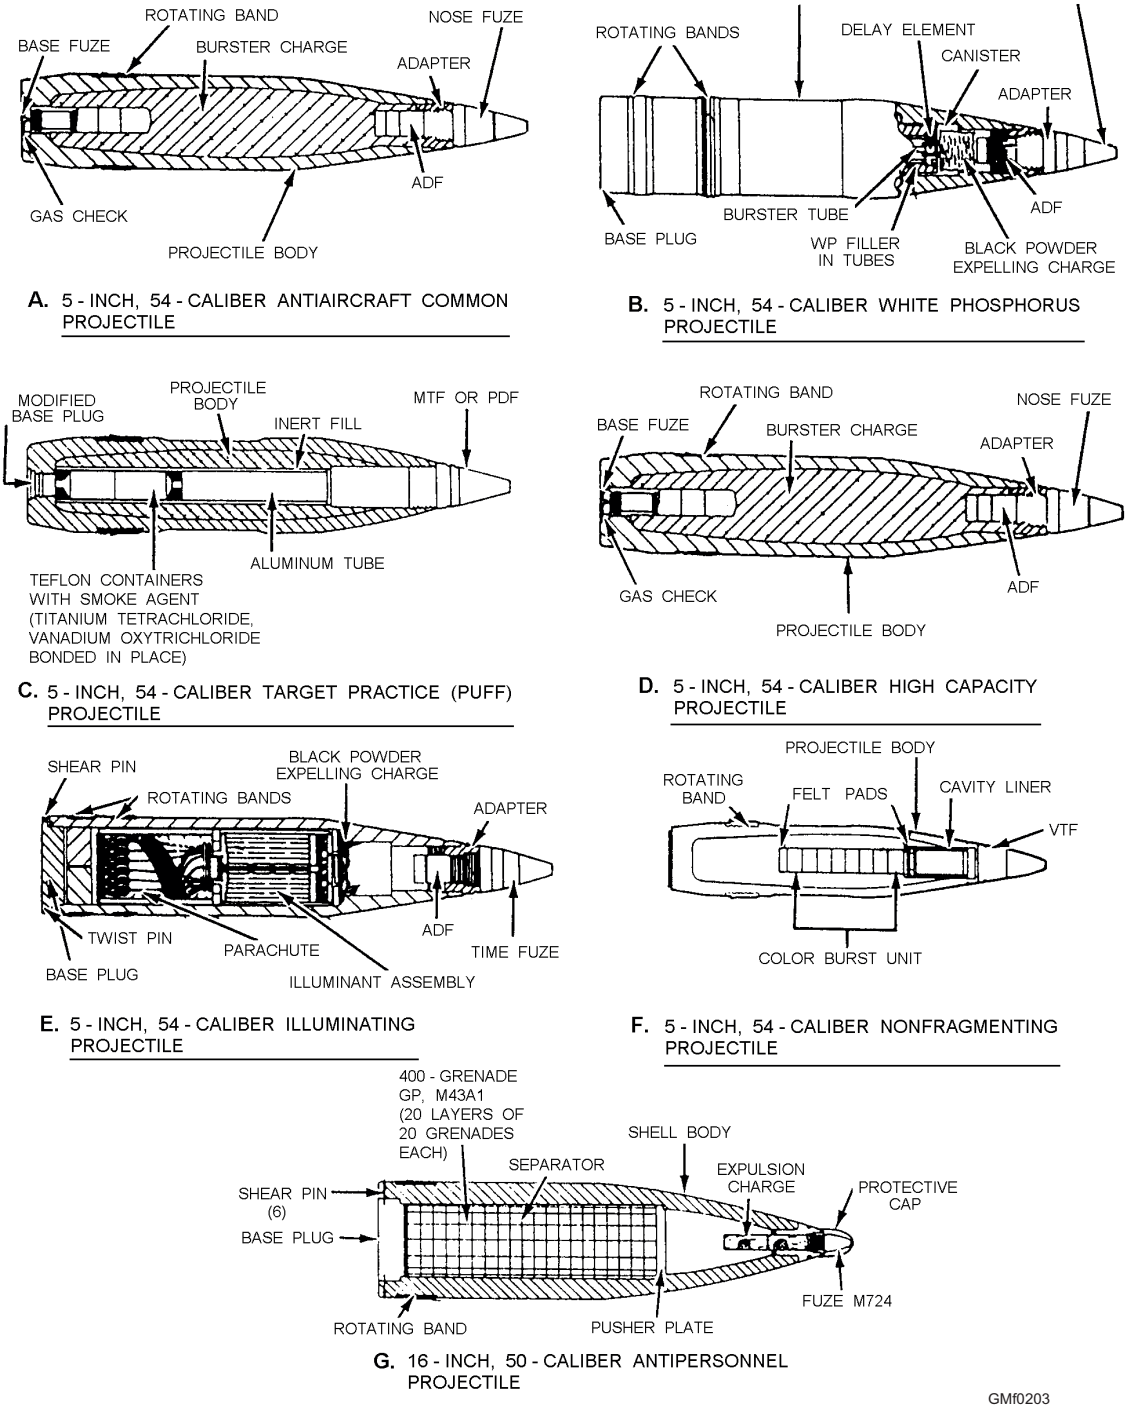

**Figure 2-3.—Common projectile types.**
Projectiles are also classified by their tactical purpose. The following are descriptions of the common projectile types (fig. 2-3).
**ANTIAIRCRAFT (AA)**.—AA projectiles are designed for use against aircraft; they have no base fuze. Otherwise, they are substantially the same as the high-capacity (HC) projectiles described later.
**ANTIAIRCRAFT COMMON (AAC)**.—AAC projectiles are dual-purpose projectiles combining most of the qualities of the AA type with the strength necessary to penetrate mild steel plate (fig. 2-3, view A). However, AAC projectiles do not have the penetrative ability of common (COM) projectiles. The type of fuzing will depend on the use. Fuze threads are provided in the nose and in the base. AAC projectiles are normally equipped with a mechanical time fuze (MTF) and an auxiliary detonating fuze (ADF).
**ARMOR-PIERCING (AP)**.—AP projectiles are designed to penetrate their caliber of class A armor plate. A 5-inch projectile will penetrate 5 inches of armor, and so on. They are characterized in most cases by a low explosive-charge-to-total-weight ratio and by their windshields and AP caps. Windshields are light nosepieces of false ogives designed to give suitable flight characteristics—they are made of mild steel, steel stamping, or aluminum. Windshields are screwed to the AP cap and are staked in place. AP caps are made of the same kind of steel as the projectile bodies. The cap breaks down the initial strength of the armor plate and provides support to the pointed nose of the projectile as it begins to penetrate the target. The cap also increases the effective angle of obliquity at which the projectile may hit and penetrate. The cap is peened and soldered to the nose. AP projectiles are fuzed only in the base. The fuzes must not be removed except at ammunition depots. Powdered dye colors are loaded in the windshield of most AP projectiles. These dye colors allow a firing ship to identify its splashes, since each ship is assigned a specific color. The dye is placed inside the windshield in a paper container. There are ports in the forward portion of the windshield that admit water when the projectile strikes the surface and breaks the port seals. Other ports in the after portion of the windshield are pushed out by pressure of the water inside the windshield. The dye is dispersed through these after ports.
**CHEMICAL**.—Chemical projectiles may be loaded with a toxic, harassing, or smoke-producing agent. Of the smoke agents, white phosphorous (WP) is the most frequently used. WP projectiles (fig. 2-3, view B) are designed to produce heavy smoke and, secondarily, an incendiary effect. The small WP containers are expelled and then scattered by a delayed action burster charge that is ignited by a black powder expelling charge. Other chemical loads are dispersed in a similar manner.
**PUFF**.—Puff projectiles (fig. 2-3, view C) are nonexplosive projectiles used as practice (spotting) rounds. They are designed to produce dense smoke clouds approximating those of high-explosive rounds.
**HIGH CAPACITY (HC)**.—HC projectiles are designed for use against unarmored surface targets, shore installations, or personnel. They have a medium wall thickness and large explosive cavities. Large HC projectiles (fig. 2-3, view D) are provided with an auxiliary booster to supplement the booster charge in the nose of the main charge. With threads in both the nose and base, HC projectiles may receive a variety of fuzes or plugs to accomplish different tactical purposes. An adapter ring (or rings) is provided on the nose end of most HC projectiles to allow installation of PDFs or nose plug and ADFs with different size threads. An adapter is removed for larger fuzes. HC projectiles are normally shipped with a PDF installed in the nose. The base fuze that is shipped installed in the projectile may not be removed except at an ammunition depot.
**HIGH EXPLOSIVE (HE)**.—Small caliber projectiles with an HE designation are designed to receive a large explosive charge. Structurally, they resemble the HC type in larger caliber projectiles. They have no base fuze; a nose fuze is issued installed in the projectile.
**ILLUMINATING (ILLUM)**.—ILLUM projectiles (fig. 2-3, view E) are made with thin walls. Each contains a time fuze, an ADF, a small black powder expelling charge behind the ADF, an assembly consisting of a pyrotechnic star or candle with a parachute, and a lightly held base plug. The time fuze serves to ignite the expelling charge. Explosion of the expelling charge forces out the base and the illuminating assembly and ignites the star or candle.
**TARGET (TAR)**.—These are blind-loaded (BL) projectiles. They are special projectiles designed for target practice, ranging, and proving ground tests. As target practice ammunition, they are used to train gunnery personnel. They may be fitted with a tracer (BL-T) or plugged (BL-P).
**VARIABLE TIME-NONFRAGMENTING (VT-NONFRAG)**.—Some VT-NONFRAG projectiles (fig. 2-3, view F) are loaded to avoid rupturing the body and spreading fragments when the fuze functions. However, sometimes the projectile ogive breaks up into low-velocity fragments. They are designed for use in AA target practice, particularly against expensive drone targets, for observing the results of firing without frequent loss of the drones. These projectiles have fillers of epsom salts or other inert material to give the projectile the desired weight. A color-burst unit, consisting of pellets of black powder and a pyrotechnic mixture, is placed in a cavity drilled into the center of the inert filler. The color-burst unit is ignited through the action of the nose fuze and the black-powder pellets. The color-burst unit may be one of several colors that exits through the fuze cavity and ruptured projectile.
**ANTIPERSONNEL**.—The antipersonnel projectile (fig. 2-3, view G) consists of a projectile body, an expulsion charge, a pusher plate, a payload of 400 individually fuzed grenades, and a base plug. The M43A1 grenade is an airburst rebounding-type munition. The antipersonnel projectile is unique to the 16"/50 gun.